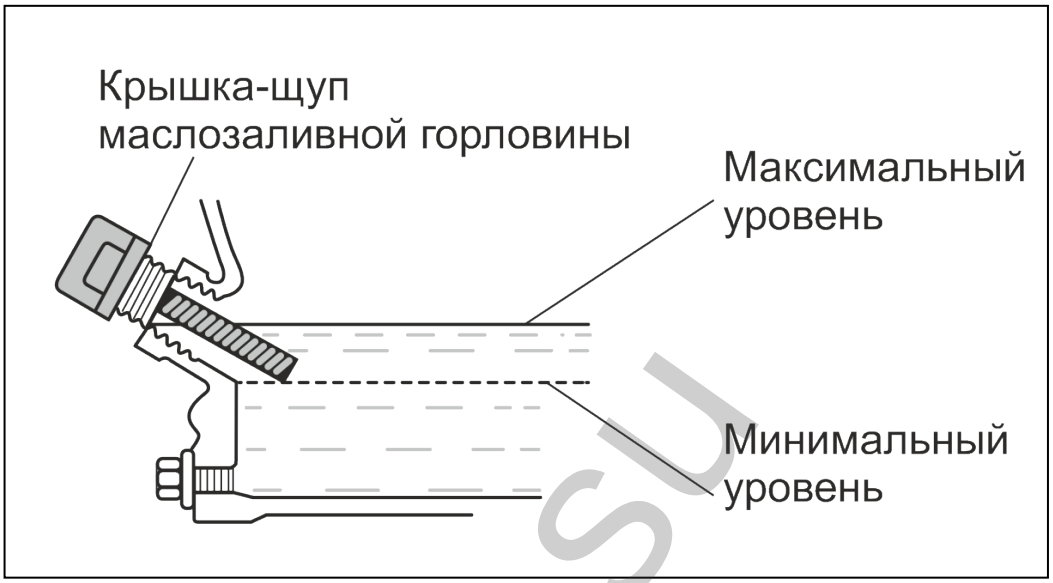

Рис. 9. Проверка уровня масла в картере.
Максимальный уровень масла в картере соответствует нижней кромке заливного отверстия. (Рис. 9).
4. Извлеките крышку-щуп и осмотрите его. Уровень масла должен соответствовать верхней отметке на щупе. В случае, если уровень масла ниже необходимого долейте чистое масло до верхней отметки на щупе (это соответствует нижней кромке заливного отверстия). Рис. 9.